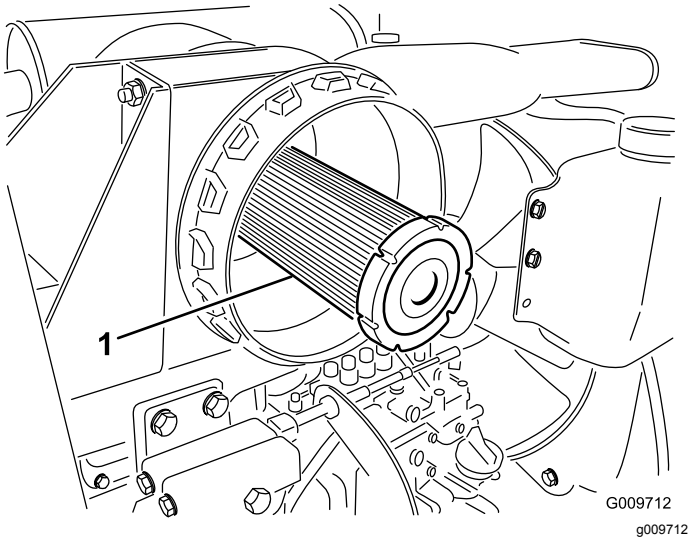

**Figur 52**
***Vigtigt:*** **Forsøg aldrig at rense sikkerhedsfilteret (Figur 52). Udskift sikkerhedsfilteret efter hvert tredje primærfiltereftersyn.**